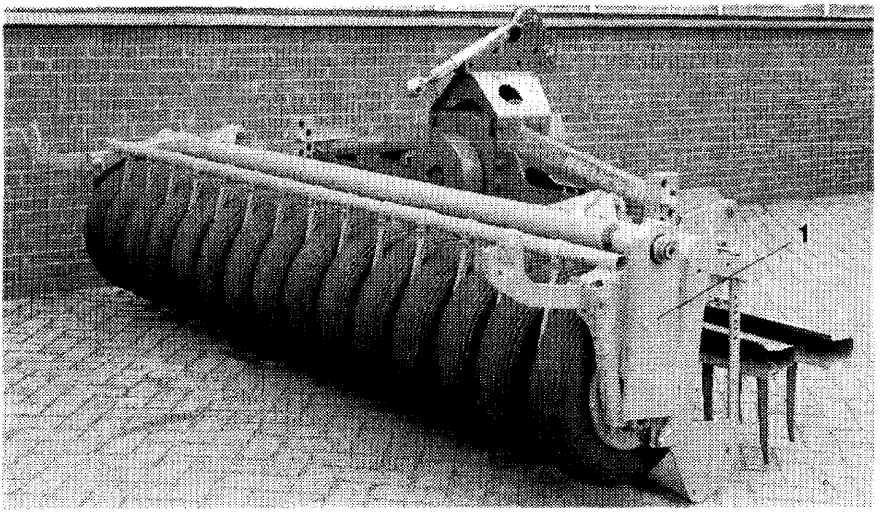

Fig. 54
- Kettenschutz (Fig. 54/1) entfernen.